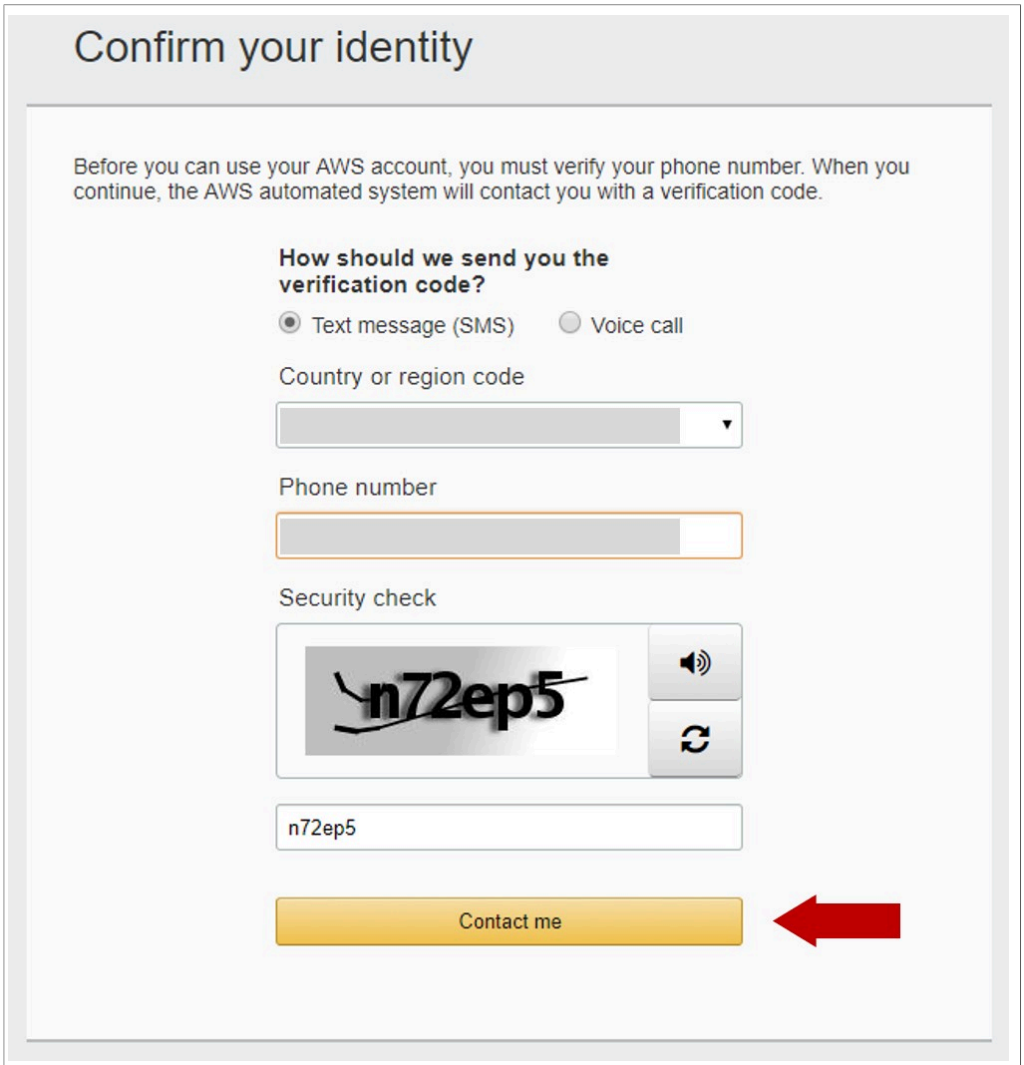

Figure 7. Create an AWS IoT Core account - Confirm your identity
6. Verify your phone number to confirm your identity as shown in Figure 7. When you continue, the AWS automated system will contact you with a verification code.